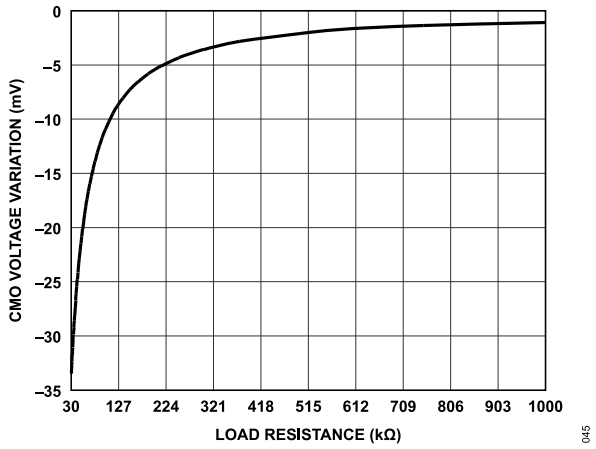

Figure 47. CMO Voltage Variation vs. Load Resistance
- If the external load on a CMO_{ChX} pin exceeds 30µA (R_L < 45kΩ). For the typical load regulation information, see Figure 47.